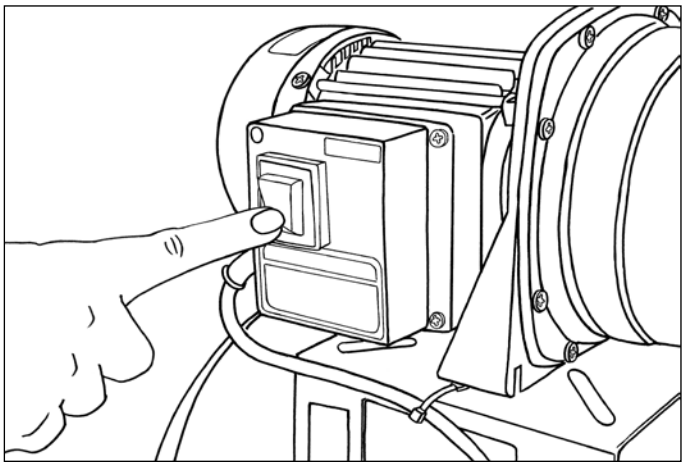

Рис.6 Включение станции
6. Включить станцию кратковременно на 30-60 сек.(рис.6), при закрытом кране. После выключения насоса открываем кран для